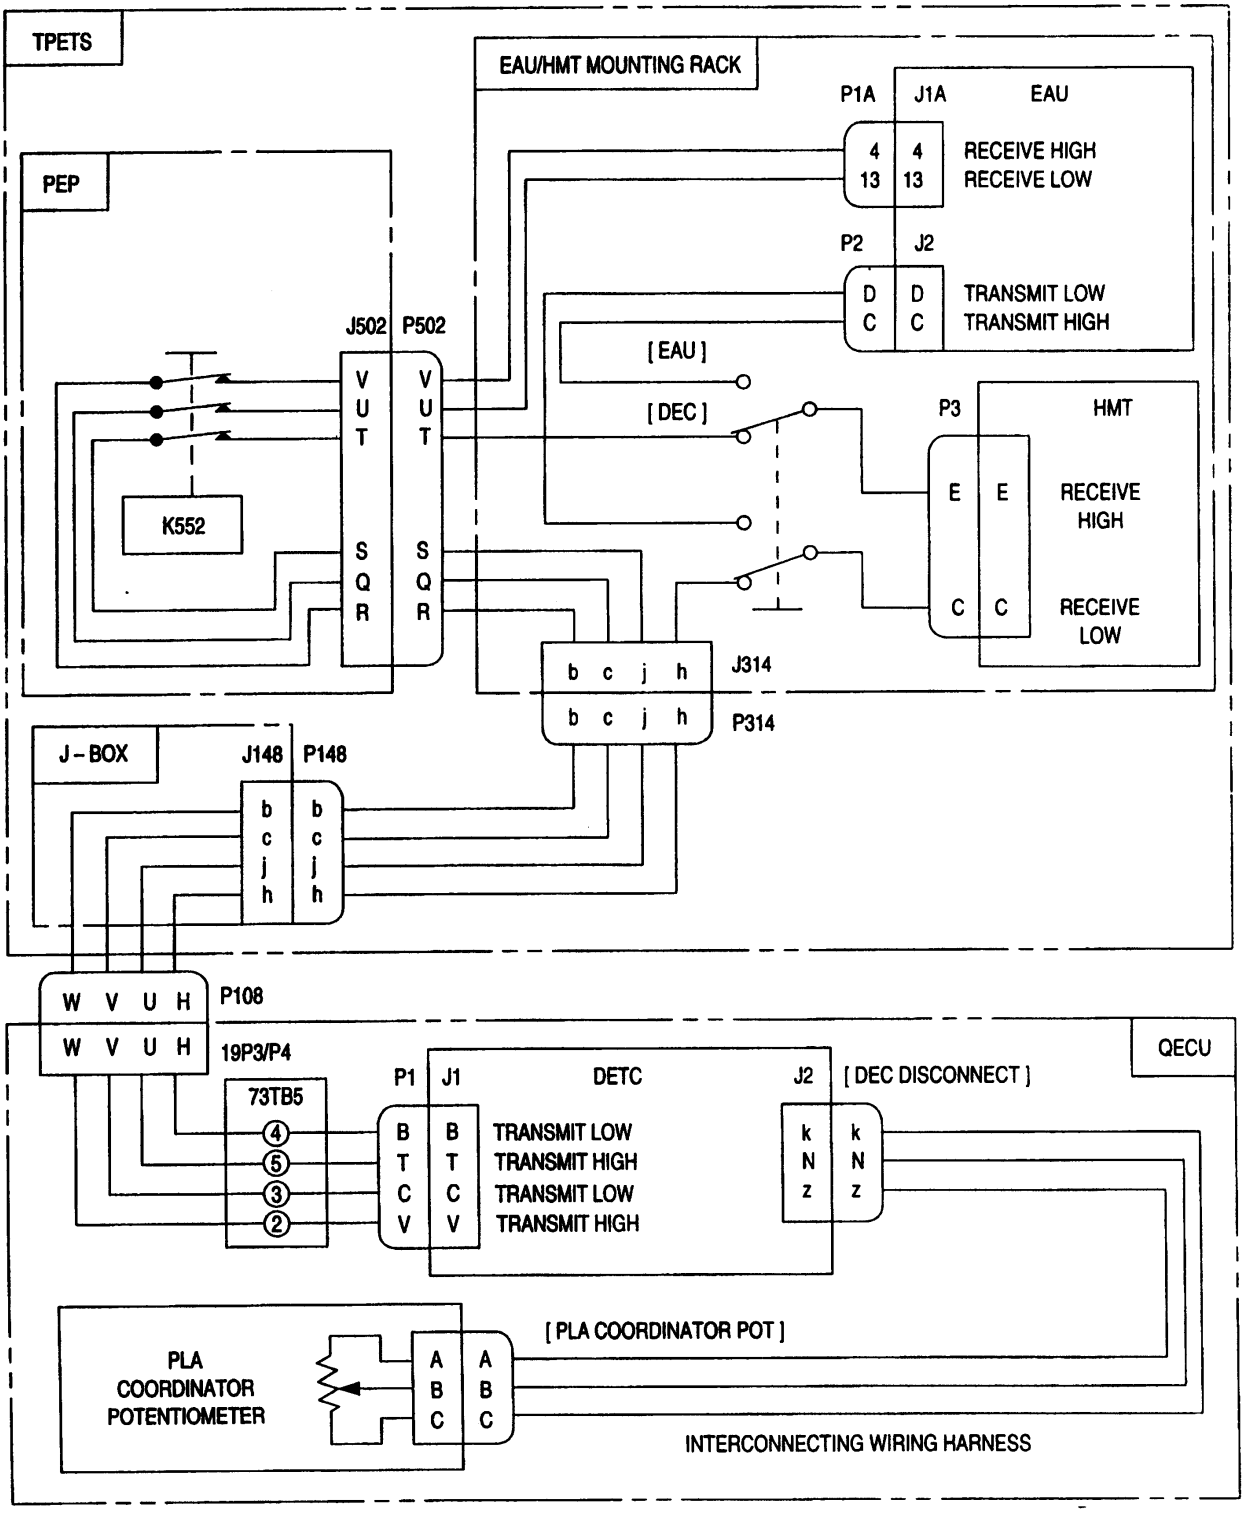

Figure 7. PLA Components Checkout
25. POWER LEVER ANGLE (PLA) COMPONENTS (figure 7). A potentiometer within the coordinator senses the TPETS power lever position. The resistive signal provided by the potentiometer is sent through the interconnecting wiring harness to the DETC. The DETC processes the PLA signal and provides the signal to the EAU through the RS–422 bus. The EAU uses the PLA signal in conjunction with RPM and WOW signals to establish modes of operation (table 4).